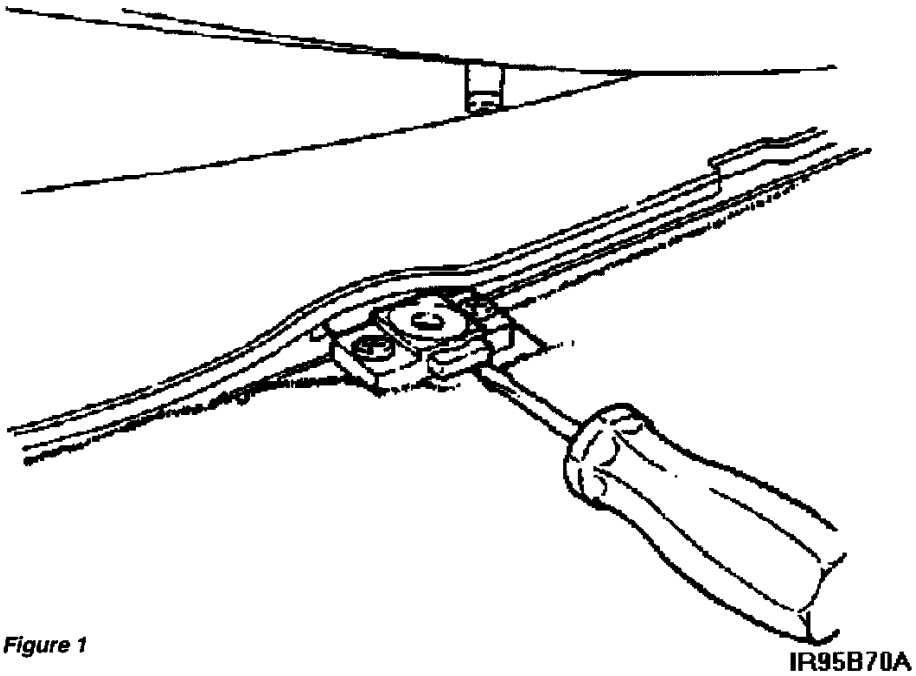

Figure 1
4. Using a screwdriver, disengage rear seat latches and remove rear seat cushion and pad from vehicle. See Figure 1.